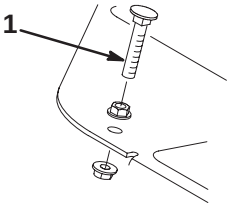

Figure 42
1. Press down on the traction pedal. If the pedal contacts the stop (Fig. 42) before tension is felt on the cable, an adjustment is required:
A. Loosen flangehead locknuts securing the pedal stop to the floor plate (Fig. 42).